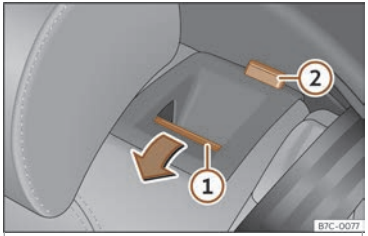

Fig. 103 Asento traseiro:abater o respaldo.
• Puxe da tecla de desbloqueo>>> **fig. 103** ① cara adiante e, ao mesmo tempo, abata o respaldo. O respaldo traseiro está desbloqueado cando aparece unha marca vermella na tecla ②.